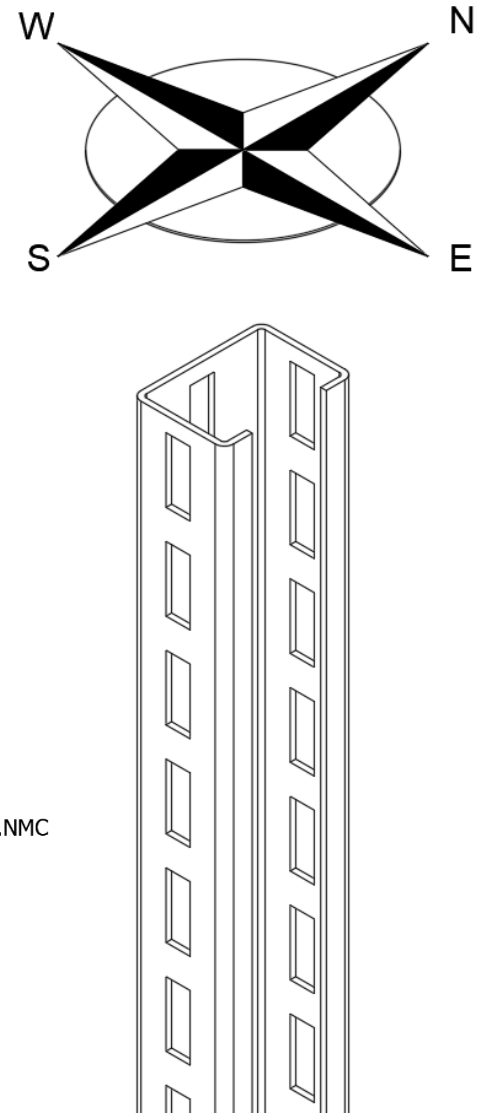

Рис. 6. Орієнтація опорних стійок
1) Встановити основи **PCB70** на бетонну основу відповідно до даних, наведених у таблицях 3 та 4, з урахуванням їхньої орієнтації відносно сторін світу, показаної на рис. 6.
2) Закріпити передні та задні опорні стійки **CWT70H50/…NMC** до основ **PCB70** (деталь 1), дотримуючись їхньої орієнтації відносно сторін світу, наведеної на рис. 6.